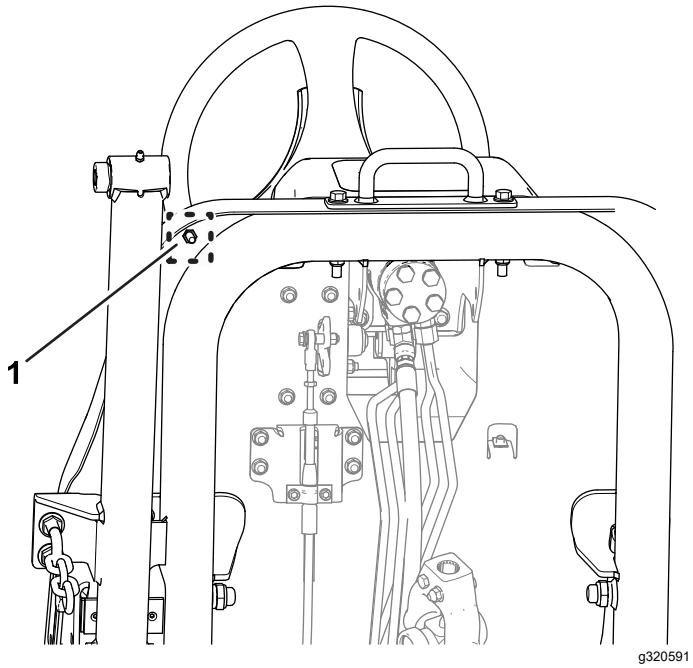

Figura 82
B. Allentate il controdado nella parte inferiore della piastra di appoggio del piede (Figura 82).
F. Mentre tenete fisso l'arresto del pedale di trazione, serrate il controdado nella parte inferiore della piastra di appoggio del piede (Figura 81 e Figura 82) a 37–45 N·m.